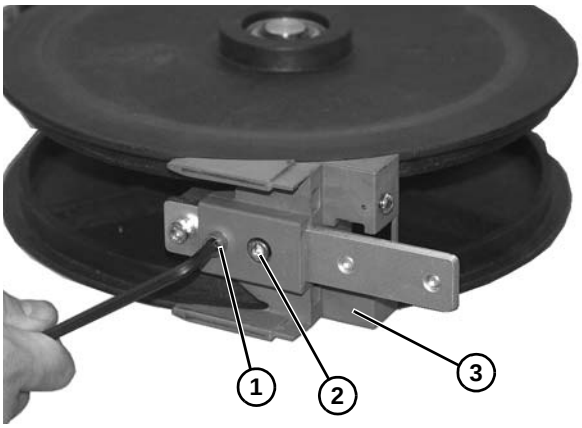

Figure 90
1. Remove socket head screw **(Figure 90, item 1)** and socket head screw **(Figure 90, item 2)** from corner wheel assembly pinch bracket **(Figure 90, item 3)**.